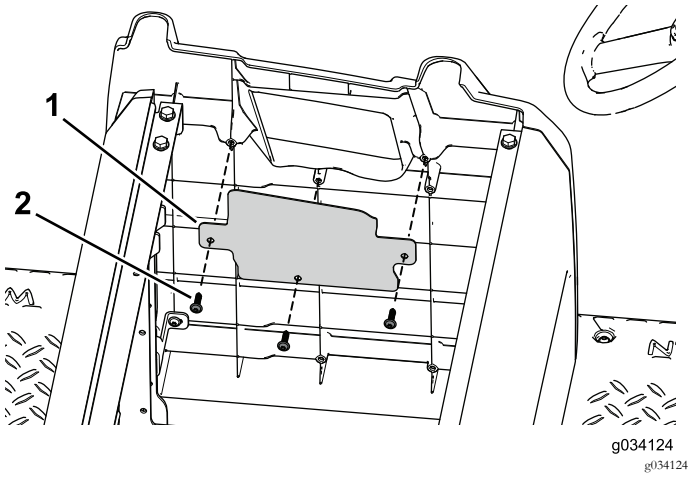

Figure 44
2. Utilisez les 3 vis autotaraudeuses pour fixer la plaque d'obturation à la plaque latérale (Figure 44).